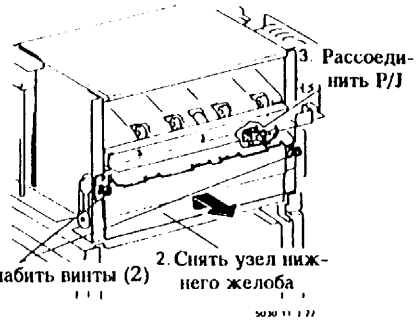

Рис. 4. Снятие узла нижнего желоба
5. (Рис. 4): Снять узел нижнего желоба.